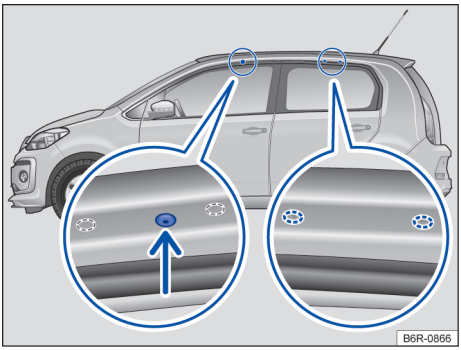

Fig. 98 Veículos sem bagageiro do teto: Pontos de fixação dos suportes de base do bagageiro do teto (ambos os lados).
Os furos ou marcações dos pontos de fixação dos suportes de base dianteiros se encontram no lado inferior das vigas do teto → Fig. 98 B (lupa esquerda). Os furos ou marcações para fixação atrás encontram-se no lado inferior das vigas do teto → Fig. 98 B (lupa direita).
- Fixar os suportes de base somente nas marcações indicadas na figura → Fig. 98.